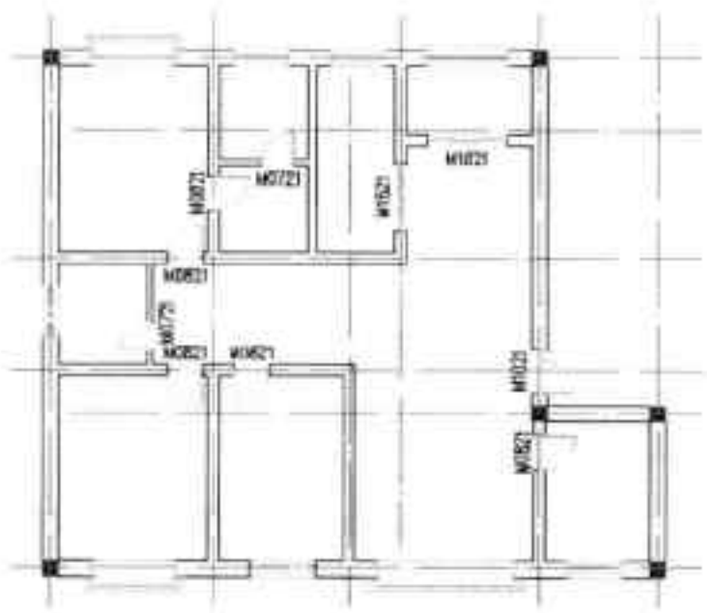

图16-151 完成室内墙体图的绘制
Step34 按照同样的方法，完成墙体其他窗户图块的插入操作，结果如图 16-151 所示。